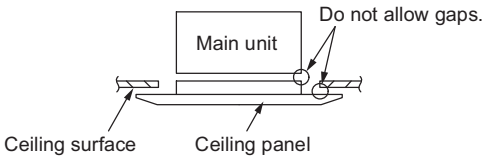

Fig. 1-24
- At this time, make sure that there are no gaps between the unit and the ceiling panel, or between the ceiling panel and the ceiling surface. (Fig. 1-24)